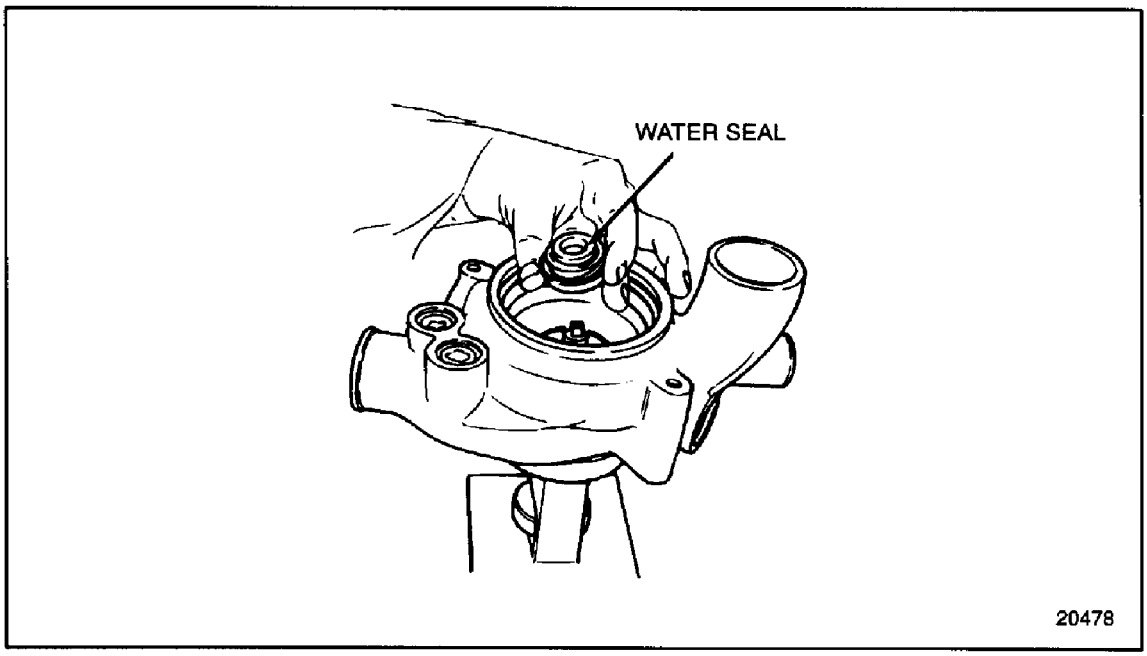

Figure 4-28 Water Seal Insertion (GCM)
16. Install a new water seal over the drive shaft and seat it in the water pump housing. See Figure 4-28.